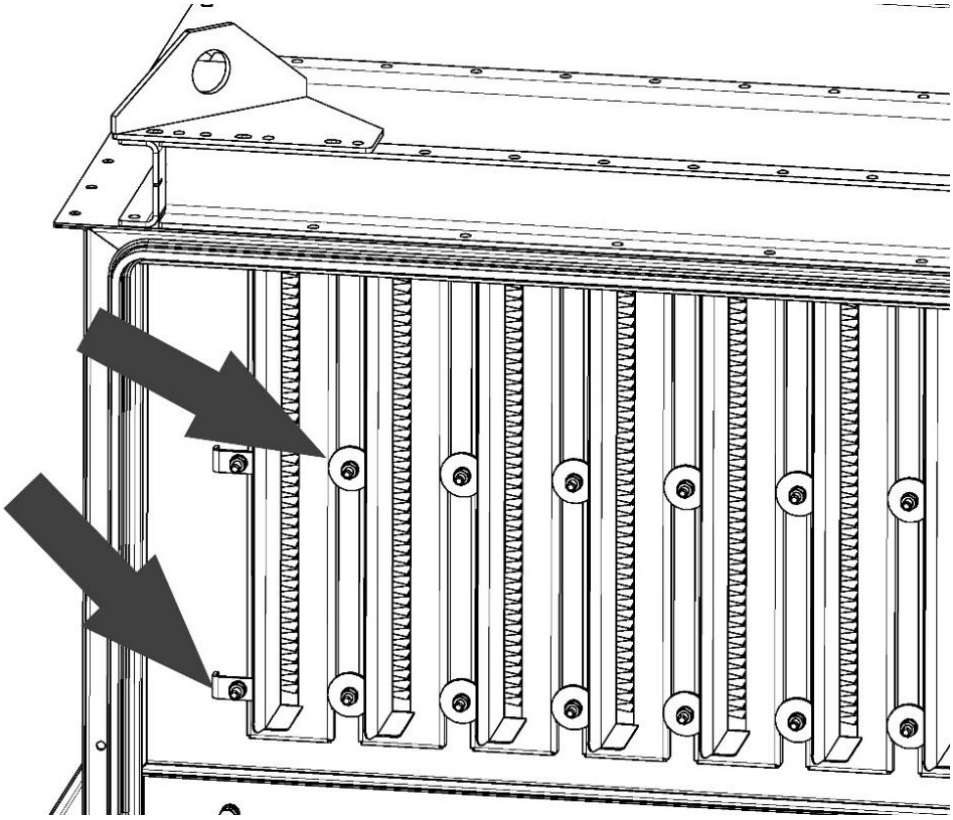

Рисунок 12
5.3.9 Проверить крепление фильтровальных элементов, для этого открыть двери фильтровального модуля, осмотреть прижимы картриджей (рисунок 12), убедиться в плотном прилегании уплотнения картриджей к внутренней перегородке фильтровального модуля. Для фильтров с картриджами антистатического исполнения проверить надёжность соединения элементов заземляющего контура.